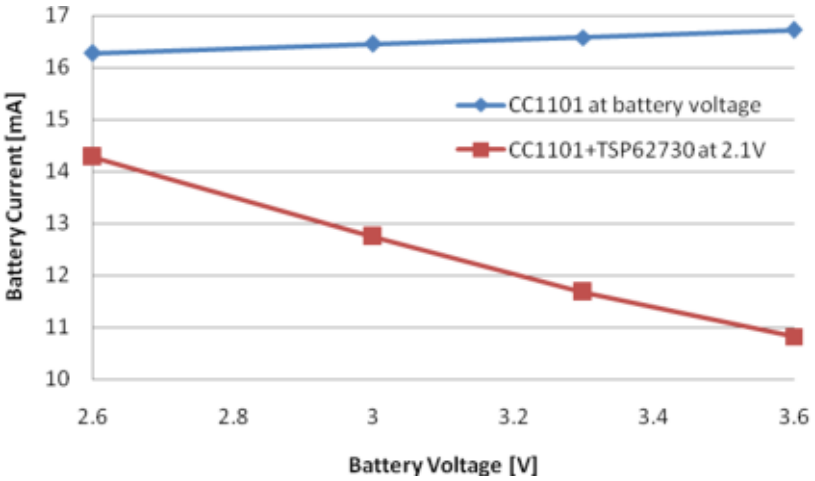

**Figure 1: Typical RX Battery Current vs Battery Voltage**
- In RX, the current drawn from a 3.6 V battery is typically less than 11 mA when ***TPS62730*** output voltage is 2.1 V. When connecting ***CC1101*** directly to a 3.6 V battery the current drawn is typically 17 mA (see Figure 1)